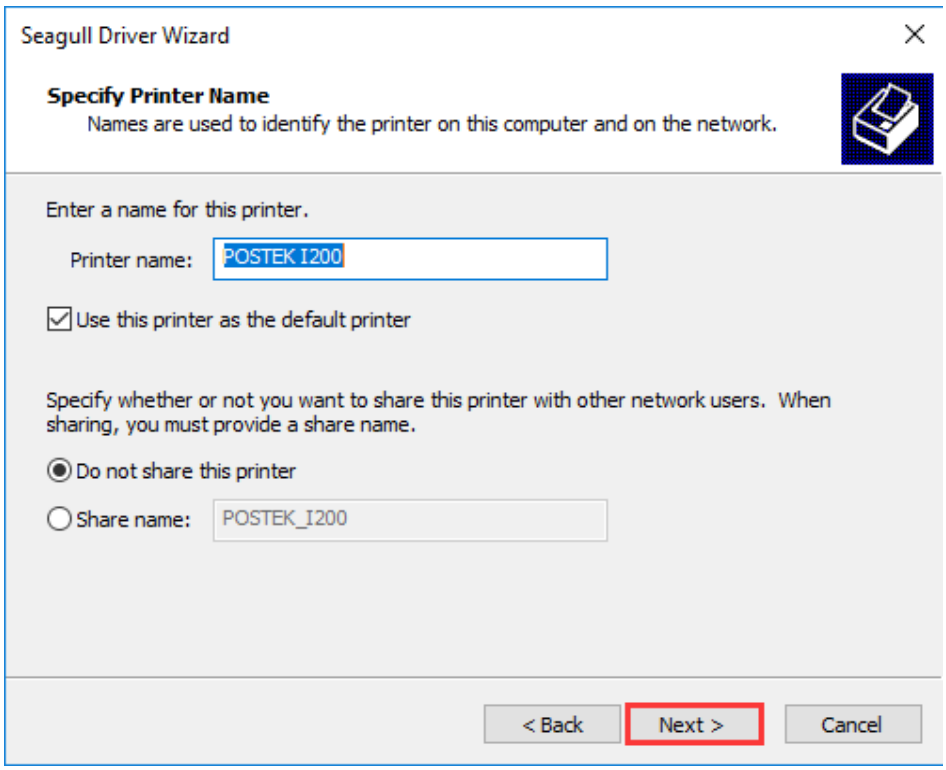

Figure 2-43 Specify Printer Name
10. On the "Specify Printer Name" screen, enter a name for the printer, as shown in Figure 2-43, click "Next" to complete the driver installation.